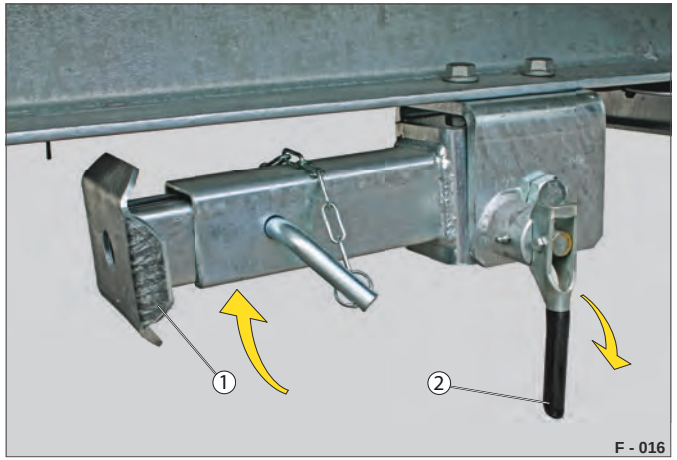

Fig. 43 Klapstøtteben, kørestilling
▶ Træk i fjederlåsen (Fig. 43 /2).
▶ Sving den justerbare fod (Fig. 43 /1) opad, og fastlås den ved hjælp af fjederlåsen.